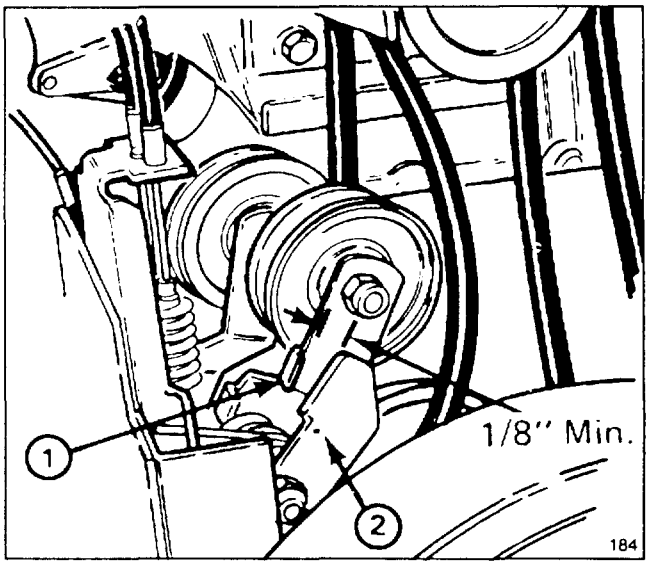

Figure 30
8. Check impeller brake arm clearance by releasing the auger/impeller lever. With the lever released, there should be more than 1/8" clearance between tab on impeller idler arm and brake arm (Fig. 30). **If there is less than 1/8" clearance, belt must be replaced.**